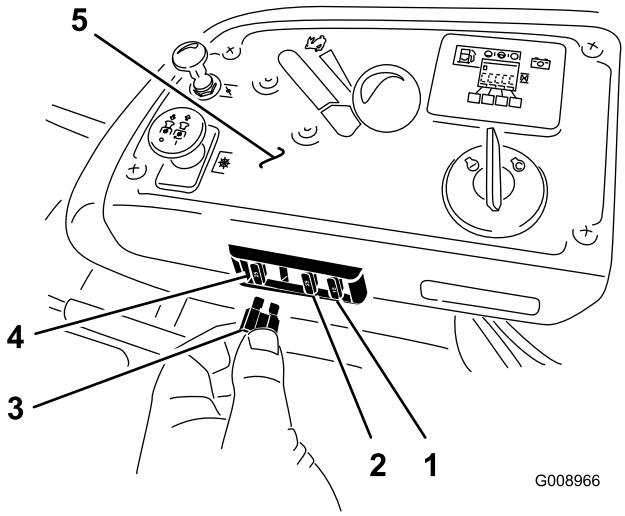

Figur 59
1. Sikringerne er placeret på højre konsol ved siden af sædet (Figur 59).
3. Isæt en ny sikring (Figur 59).